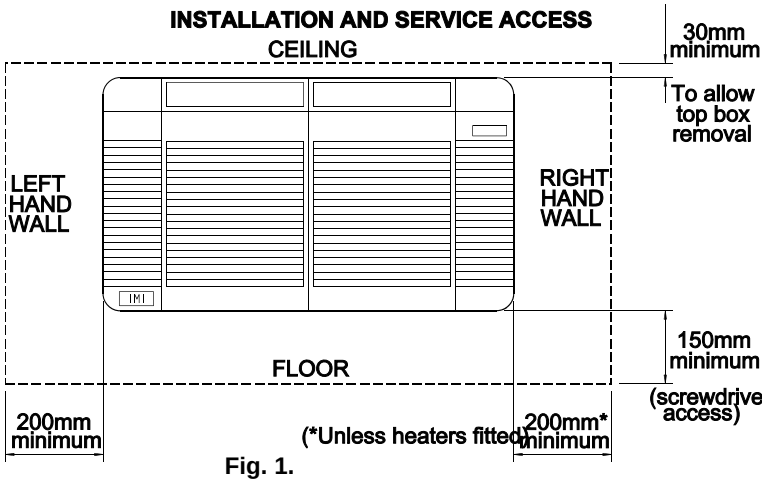

Fig. 1.
2. Ensure that sufficient access is left around the unit for future kit fitting, servicing and maintenance (Fig. 1).